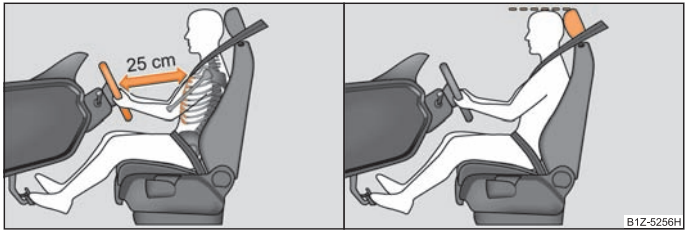

Fig. 89 Bonne distance du conducteur par rapport au volant/bon réglage de l'appuie-tête du conducteur
- Ajustez le volant de façon que l'écart entre le volant et le buste soit de 25 cm au moins ⇒ fig. 89 - à gauche.
- Réglez l'appuie-tête de façon à ce que le bord supérieur de l'appuie-tête se trouve au moins à la hauteur de la partie supérieure de votre tête ⇒ page 88, fig. 89 - à droite.
- **Le conducteur doit être au minimum à 25 cm du volant ⇒ page 88, fig. 89 - à gauche. Les airbags ne peuvent pas vous protéger si vous en êtes plus près - danger mortel!**
- Réglez les appuie-tête de façon à ce que le bord supérieur des appuie-tête se trouve au moins à la hauteur de la partie supérieure de la tête ⇒ page 88, fig. 89 - à droite.